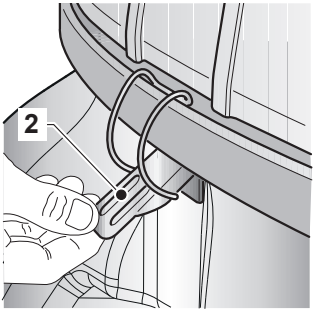
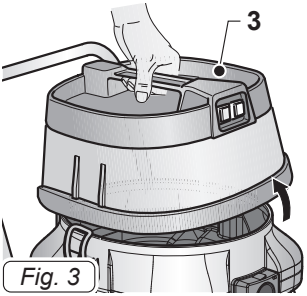

Fig. 2
Fig. 3
- Décrocher les clips (2 Fig. 2) et retirer le couvercle (3 Fig. 3) avec le groupe moteur.
- Remonter le couvercle et le bloquer avec les clips (2 Fig. 2).